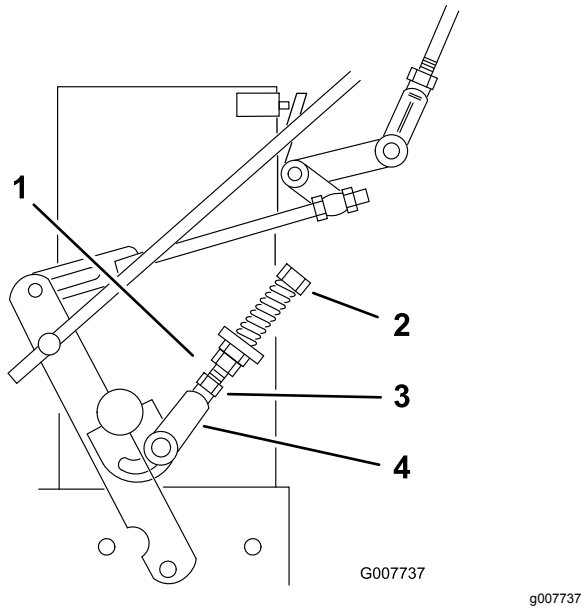

Figuur 34
9. Als het wiel draait terwijl u de rijhendel in de NEUTRAALSTAND houdt, moet u het mechanisme van de neutraalstand afstellen (Figuur 34). Als het wiel stopt, kunt u verder gaan met stap 12.
10. Draai de moer van de gaffel van het mechanisme van de neutraalstand los (Figuur 34).
11. Stel het mechanisme van de neutraalstand af totdat het betreffende aandrijfwiel stopt terwijl de rijhendel tegen de neutraalveer is getrokken (NEUTRAALSTAND) (Figuur 34).
12. Draai de stelbout ongeveer een kwartslag rechtsom als het wiel achteruit draait of een kwartslag linksom als het wiel vooruit draait (Figuur 34).